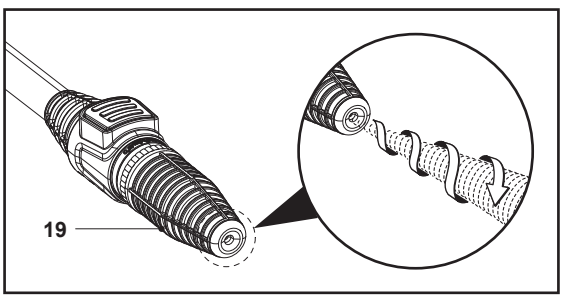

Fig. 12
La buse turbo (19) tourne pendant qu'elle pulvérise des jets d'eau à haute pression pour un lavage efficace (Fig. 12).